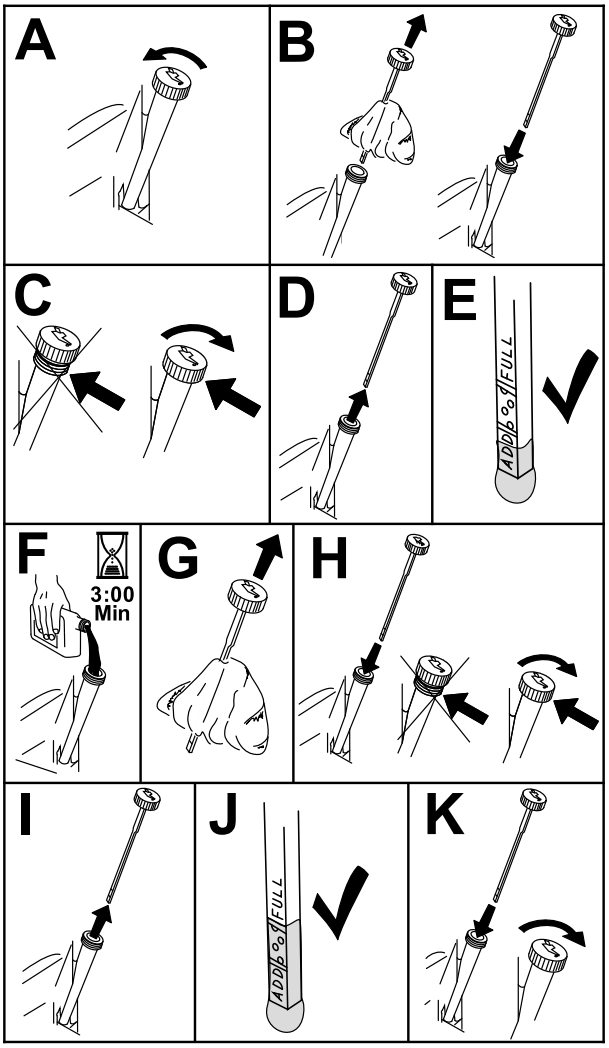

Figur 46
3. Rengör området runt oljepåfyllningslocket och oljestickan innan du tar bort stickan så att smuts och gräsklipp inte hamnar i motorn (Figur 46).